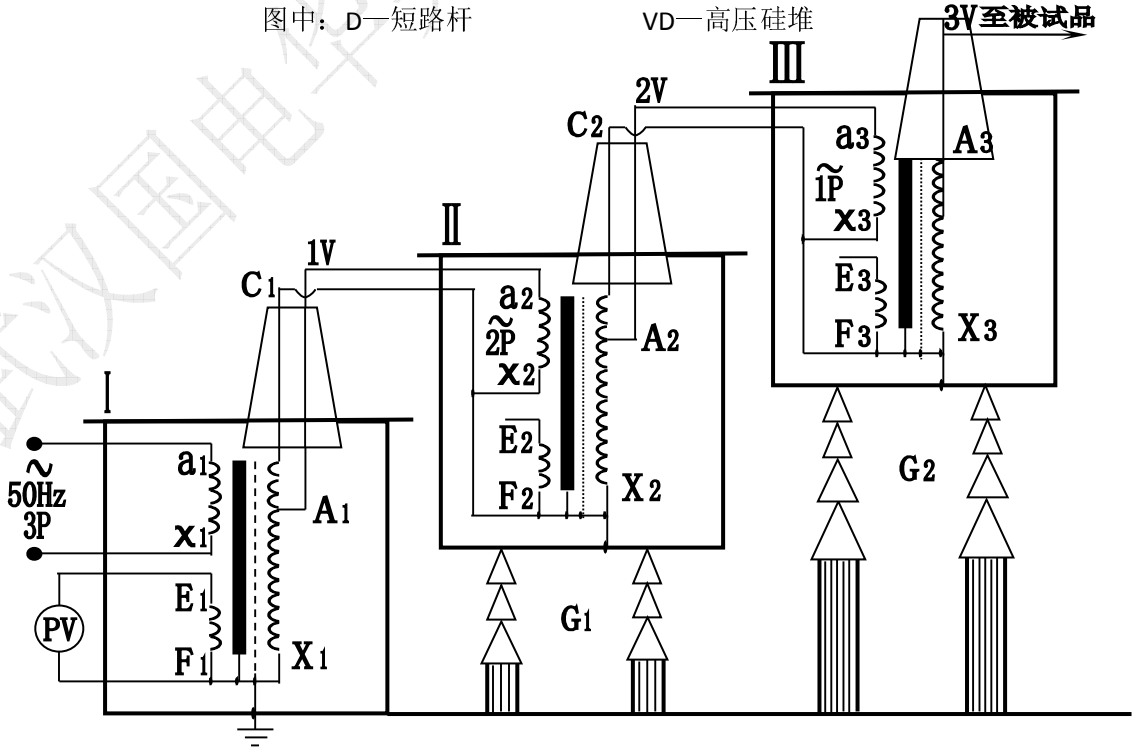

图 5：三台试验变压器串级接线原理图
3、 三台试验变压器串级获得更高电压的接线原理见图 5。串级轻型高压试验变压器有很大的优越性，因为整个试验装置由几台单台试验变压器组成，单台试验变压器容量小、电压低、重量轻，便于运输和安装。它既然可串接成高出几倍的单台试验变压器输出电压组合使用，又可分开成几套单台试验变压器单独使用。整套装置投资小，经济实惠。图 5 中，在第一级和第二级的每个单元试验变压器中都有一个励磁绕组 A1、C1 和 A2、C2。在三台串级试验变压器基本原理中，低压电源加在试验变压器Ⅰ的初级绕组 a1x1 上，单台试验变压器Ⅰ、Ⅱ、Ⅲ的输出电压都是 V。励磁绕组 A1、C1 给第二级试验变压器Ⅱ的初级绕组供电；第二级试验变压器Ⅱ的励磁绕组 A2、C2 给第三级试验变压器Ⅲ的初级绕组供电。第二级试验变压器Ⅱ和第三级试验变压器Ⅲ的箱体分别处在对地为 1V 和 2V 的高电位上，所以箱体对地是绝缘的，试验变压器Ⅰ的箱体是接地的。这样第一级、第二级、第三级试验变压器对地的额定输出电压分别为 1V、2V、3V；其额定容量分别为 3P、2P、1P。